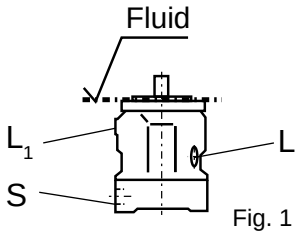

Fig. 1
a) If the minimum fluid level is equal to or above the pump mounting surface leave ports “L”, "L_1" and “S” open (see Fig.1).